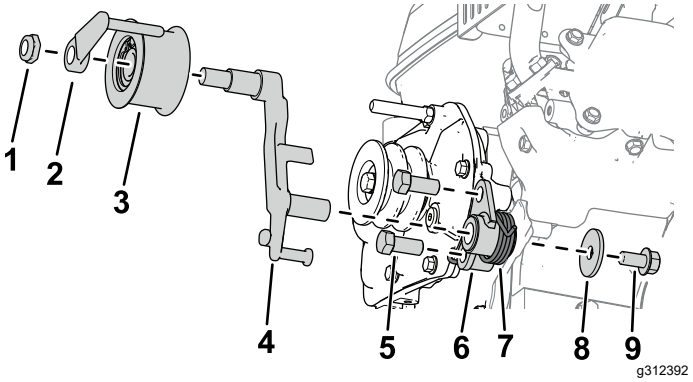

Bild 3
5. Montieren Sie die Kupplungshalterung mit zwei Schrauben (7/16“ x 1") am Getriebe, wie in Bild 3 dargestellt.
6. Befestigen Sie den Kupplungshebel an der Kupplungshalterung (Bild 3).
7. Befestigen Sie die Drehmomentfeder mit einer Unterlegscheibe (⅜" x 1⅜“) und einer Schraube (⅜" x ¾") an der Kupplungshalterung, wie in Bild 3 dargestellt.
8. Montieren Sie die Spannscheibe mit einer Riemenführung und einer Sechskantmutter am Kupplungshebel (Bild 3).